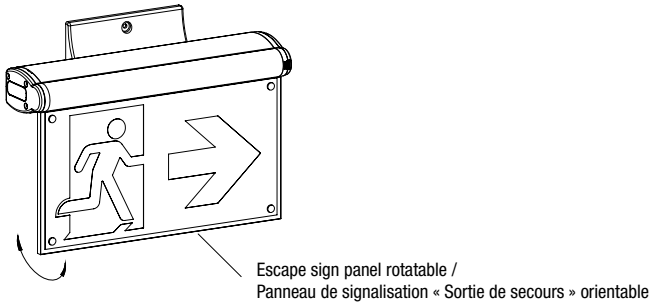

Fig. 4
10. The unit can be installed on slope surface, the escape sign panel is rotatable after installation(See Fig.4).
10. L'appareil peut être installé sur une surface en pente ; le panneau indicateur de sortie de secours est orientable après l'installation (voir fig. 4).